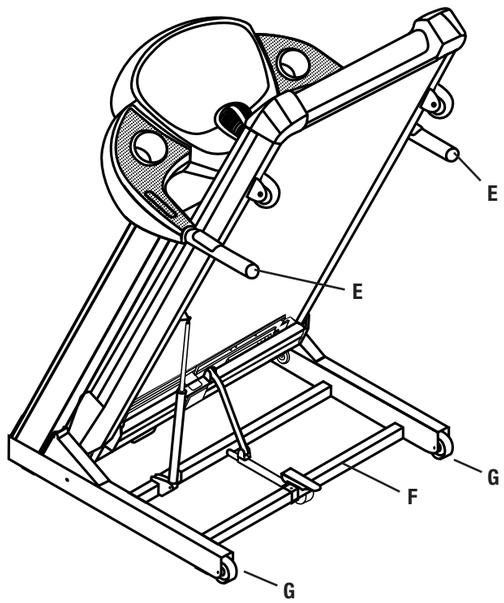

FIG. 8
- Per compiere l'operazione, posizionarsi dietro al piano di corsa ed afferrare con entrambe le mani i corrimano E (Fig. 8), puntare un piede sulla traversa F (Fig. 8) alla base del telaio motore, quindi inclinare con decisione il tappeto tirando con forza i corrimano E (Fig. 8) fino a portare la parte posteriore del piano di corsa a contatto sulle braccia.
- A questo punto le due ruote di spostamento G (Fig. 8) sono in appoggio sul terreno, quindi spingere il tappeto in avanti, nella direzione desiderata.